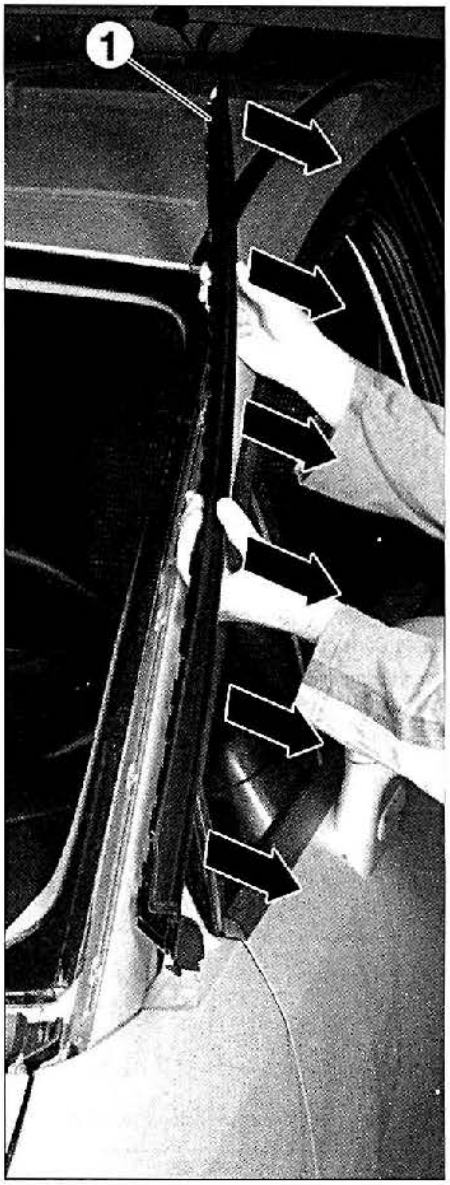

FIG. 79
• Desengrapar con precaución la moldura (1) **(fig. 79)**.